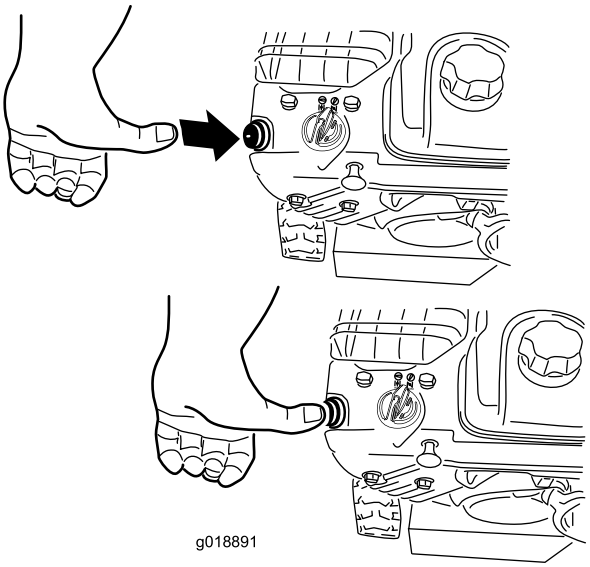

Figur 23
4. Tryk spædepumpen godt ind med tommelfingeren 2 gange (-9° C eller derover) eller 4 gange (mindre end -9° C), idet du hver gang trykker et sekund, før du slipper (Figur 23).